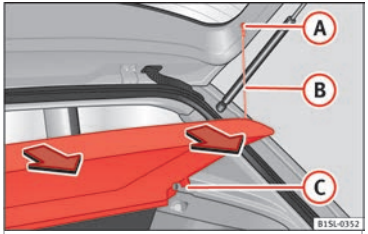

Fig. 137 In the luggage compartment: removing and installing the rear shelf
- Unhook the loops ›› **Fig. 137** (B) from housings (A).
- Extract the cover from slot (C), upwards and then pull outwards.